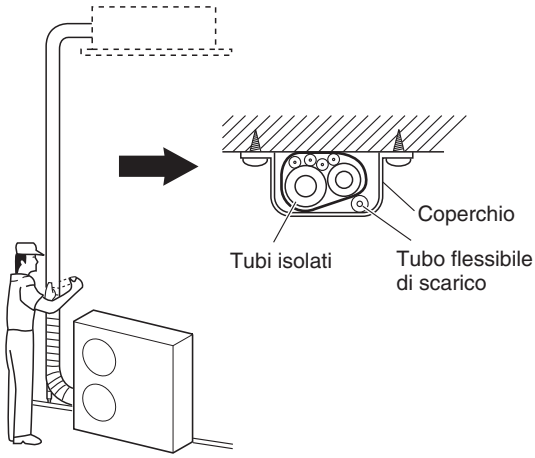

Fig. 5-9
(1) A questo punto i tubi del refrigerante (e di cavi dell'impianto elettrico, se legalmente possibile) devono venire nastrati con nastro armato in 1 solo fascio. Per prevenire la formazione di condensa dovuta al trabocco della coppa di scarico, tenere separati il tubo di scarico e quello del refrigerante.
(2) Avvolgere il nastro armato dal fondo dell'unità esterna alla cima di quella esterna dove penetra nella parete. Quando si avvolge il tubo, mettere metà della spira precedente sotto quella successiva.
(3) Fissare il fascio dei tubi al muro usando una fascetta ogni metro circa. (Fig. 5-9)